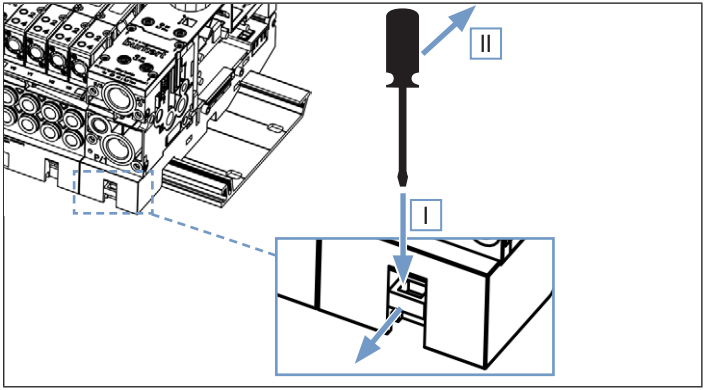

Abb. 24: Entriegelungsschieber betätigen
→ An der rechten Anschlussscheibe mit einem Schlitzschraubendreher in den Entriegelungsschieber (siehe „Abb. 24“) eingreifen (I) und den Schieber mit einer Kippbewegung (II) etwa 2 bis 3 mm heraushebeln. Damit wird das rechts daneben angerastete Terminalmodul freigegeben.